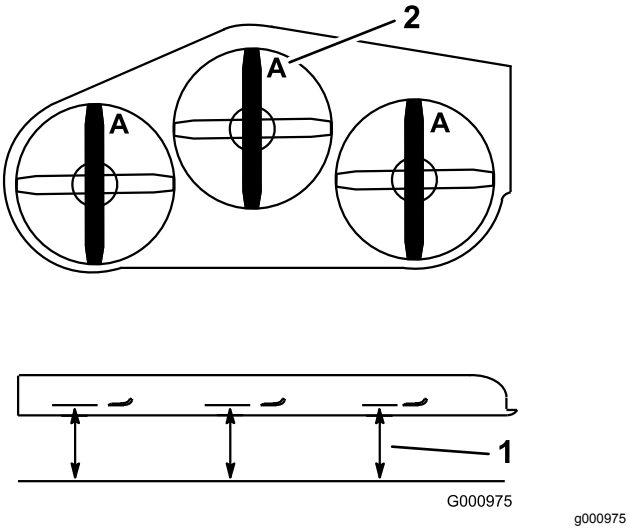

**Figuur 113**
2. Meet de afstand tussen een horizontaal oppervlak en de snijrand, stand **A**, van de messen (Figuur 113).